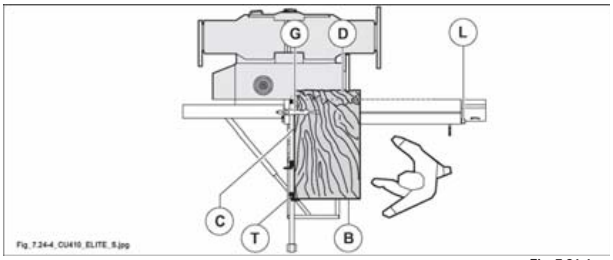

Fig. 7.24-4
- Aprire completamente il vagone come in fig. 7.24-4 e bloccarlo con la leva (L fig. 7.24-4).
- Ruotare nuovamente il pannello di 90°. Appoggiare il lato appena tagliato (C fig. 7.24-4) contro la riga in alluminio, il lato (B fig. 7.24-4) in appoggio alla battuta (T fig. 7.24-4) della riga (posizionata alla misura di taglio desiderata), bloccare con lo stringipezzo (G fig. 7.24-4) ed eseguire il taglio (D fig. 7.24-4).